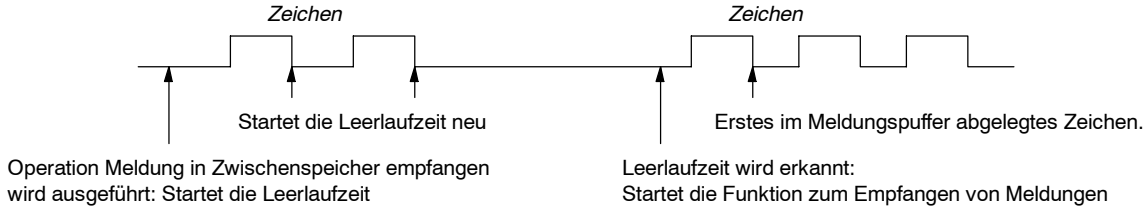

Bild 6-11 Starten der Operation Meldung in Zwischenspeicher empfangen mit Leerlauferkennung
1. *Leerlauferkennung:* Die Leerlaufbedingung ist definiert als Ruhe- oder Leerlaufzeit in der Übertragungsleitung. Der Empfang wird begonnen, wenn die Kommunikationsleitung während der in SMW90 oder SMW190 angegebenen Anzahl Millisekunden im Ruhe- oder Leerlaufzustand war. Wenn die Operation Meldung in Zwischenspeicher empfangen in Ihrem Programm ausgeführt wird, beginnt die Funktion zum Meldungsempfang die Suche nach der Leerlaufbedingung. Werden Zeichen empfangen, bevor die Leerlaufzeit abgelaufen ist, ignoriert die Funktion zum Meldungsempfang diese Zeichen und startet die Leerlaufzeit mit dem Wert aus SMW90 oder SMW190 neu (siehe Bild 6-11). Nachdem die Leerlaufzeit abgelaufen ist, speichert die Funktion zum Meldungsempfang alle nachfolgend empfangenen Zeichen im Meldungspuffer.